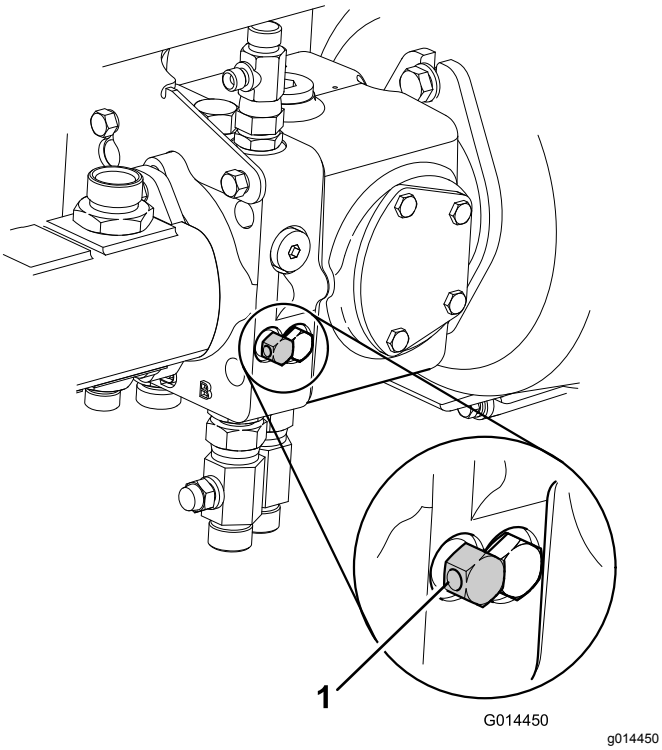

Figur 46
7. Afbryd det hydrauliske bremsningssystem ved at dreje omløbsventilen, der sidder under transmissionspumpen, maks. tre omdrejninger mod uret (Figur 46).